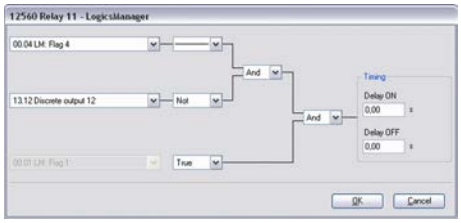

Fig. 169: LogicsManager function "Relay 11"
1. Configure the LogicsManager function "Relay 11" as shown in (Fig. 169).